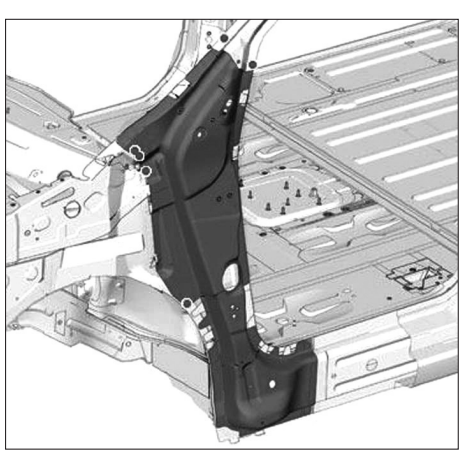

**FIG. 53**
• Souder par points bouchons **(Fig.53)**.